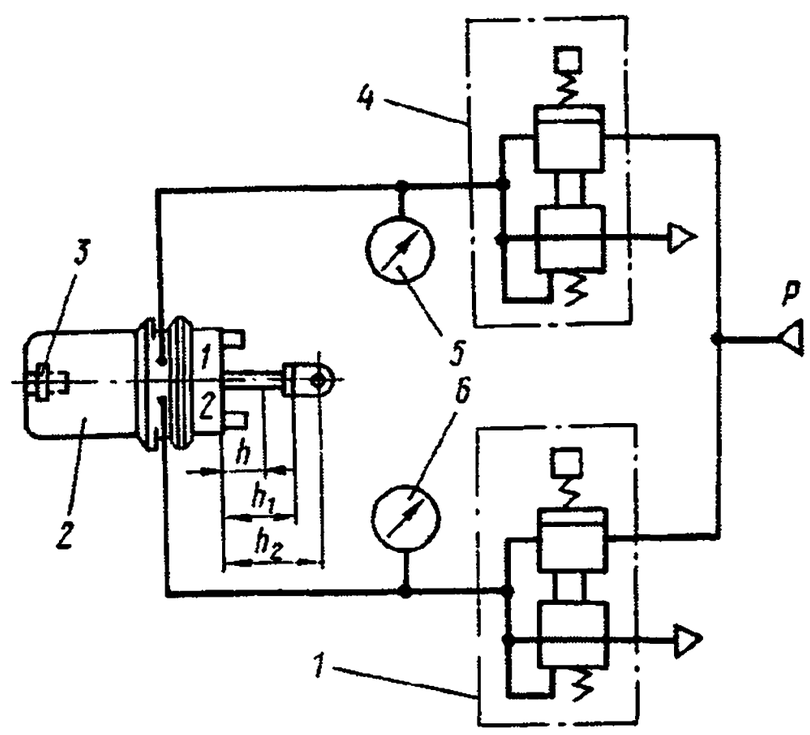

Рис. 335. Схема подключения тормозной камеры с пружинным энергоаккумулятором:
1. Установите прибор по схеме, изображенной на рис. 335.